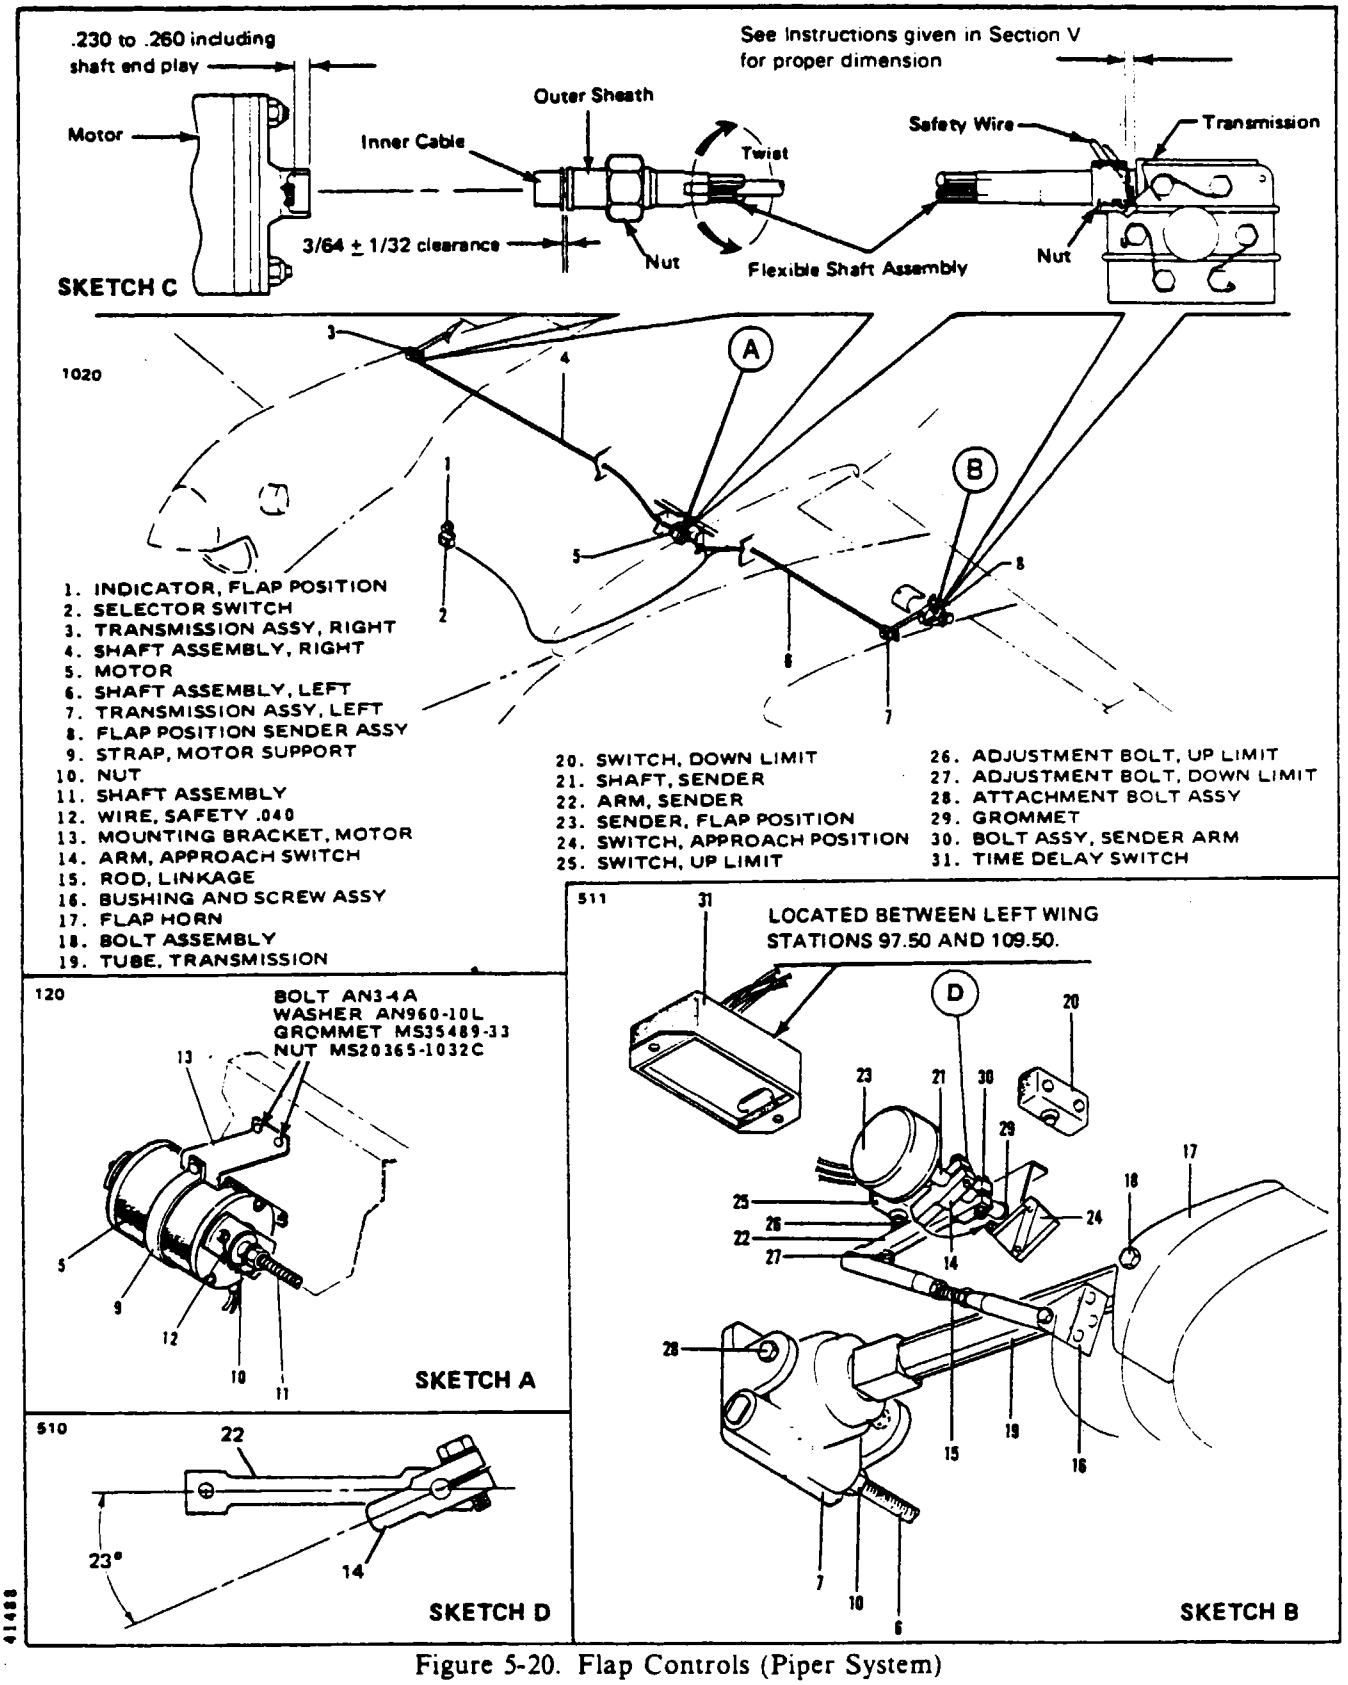

Figure 5-20. Flap Controls (Piper System)
5-57. REMOVAL OF FLAP ACTUATOR MOTOR. (Refer to Figure 5-20.)
5-58. INSTALLATION OF FLAP ACTUATOR MOTOR. (Refer to Figure 5-20.)
5-59. REMOVAL OF FLEXIBLE ACTUATOR SHAFT. (Refer to Figure 5-20.)
5-60. INSTALLATION OF FLEXIBLE FLAP ACTUATOR SHAFT. (Refer to Figure 5-20.)
5-61. REMOVAL OF FLAP TRANSMISSION ASSEMBLY. (Refer to Figure 5-20.)
5-63. INSTALLATION OF FLAP TRANSMISSION ASSEMBLY. (Refer to Figure 5-20.)
5-64. REMOVAL OF FLAP POSITION SENDER. (Refer to Figure 5-20.)
5-65. INSTALLATION OF FLAP POSITION SENDER. (Refer to Figure 5-20.)
5-66. RIGGING AND ADJUSTMENT OF FLAP. (Refer to Figure 5-20.)
1. Run the flaps to the full down position and if not previously accomplished, loosen the screw that clamps the sender arm (22) on the sender shaft (21).
2. Laterally locate the arm on the sender shaft so the adjustment bolts (26 and 27) on the arm (22) will contact the limit switch (20 and 25) plungers in the center of the bolt head.
3. Tighten the arm clamping screw (30) in such a way that moving the arm (22) will rotate the sender shaft (21), but the arm will slip on the shaft if the shaft is securely held.
4. Connect the linkage rod (15) to the tab on the flap using the rod attachment bushing (16) and screw with nylon insert. The rod should extend through the bushing (16) and screw with nylon insert. The rod should extend through the bushing .12 of an inch.
5. Adjust the flaps to extended settings as given in Table V-I by loosening the jam nut on the proper adjustment bolt (27) and turning in or out as required to actuate the down limit switch (20). Tighten the jam nut.
7. Adjustment of the up limit switch (25) is accomplished in the same manner except that the flaps should be stopped in the retracted position just as the flap rollers approach the end of track slots. (Approximately 1/16 of an inch on the closest roller both flaps.)
8. Laterally locate the approach switch arm (14) on the sender shaft so the arm will contact the roller on the switch actuator in the center. Position the arm on the sender shaft as shown in Figure 5-20, Sketch D.